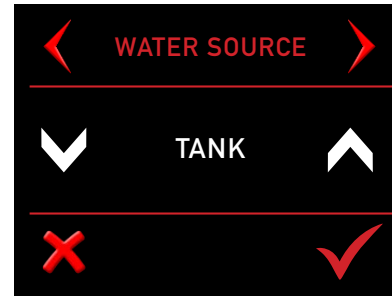

Bildschirm 2 - Symbol Schraubenschlüssel Bildschirm Wasserversorgung
- Betätigen Sie auf Bildschirm 2 das Symbol